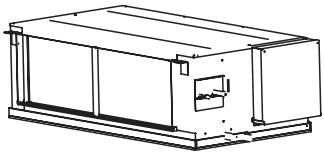

Рис. 12
7) Установите воздуховода на место (рис. 12).